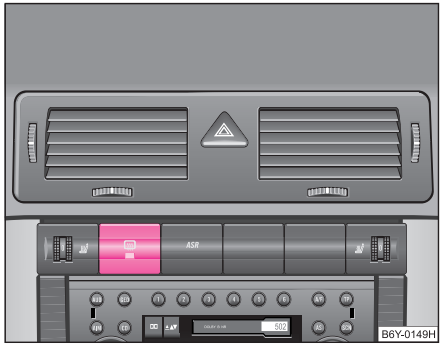

Fig. 40 Întrerupător pentru încălzirea lunetei
– Apăsați comutatorul ⇒ fig. 40, pentru a porni încălzirea lunetei.